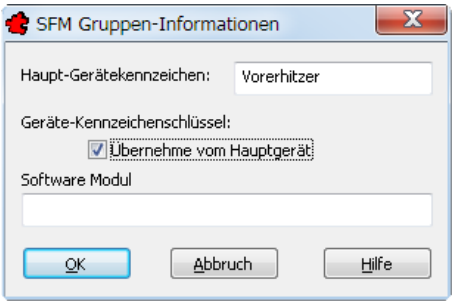

Bild 29.4 – Der Teilschlüssel *SFM Gruppen-Information*
- Wählen Sie das Hauptgerät – hier den *Vorerhitzer* – im Automationsschema. Die Dialogbox *SFM-Gruppen-Informationen* erscheint. Das *Haupt-Gerätekennzeichen* erscheint im gleichnamigen Editierfeld. Hier können Sie es auch ändern (Abb. 29.4).